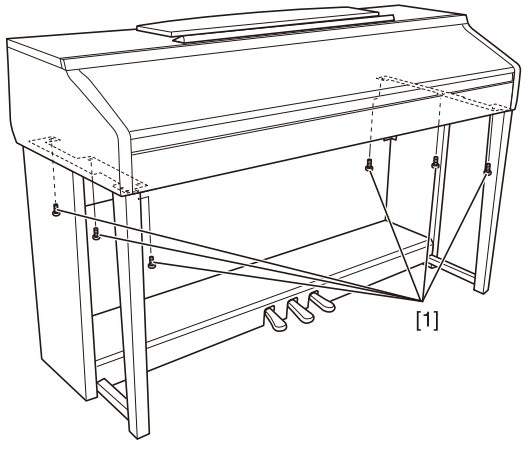

Fig. 18（図 18）
18-2. Remove the six (6) screws marked [1]. (Fig. 18)
18-2. [1] のネジ 6 本を外します。(図 18)